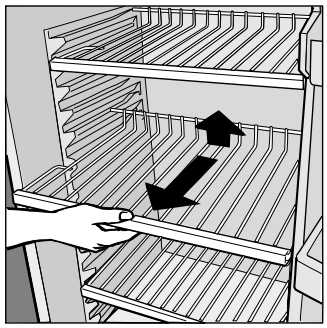

Fig. 1
- Il reparto frigorifero è dotato di pratici ripiani estraibili (Fig. 1) e regolabili in altezza grazie alle apposite guide. Per questo è possibile inserire anche grandi contenitori e cibi di notevoli dimensioni.